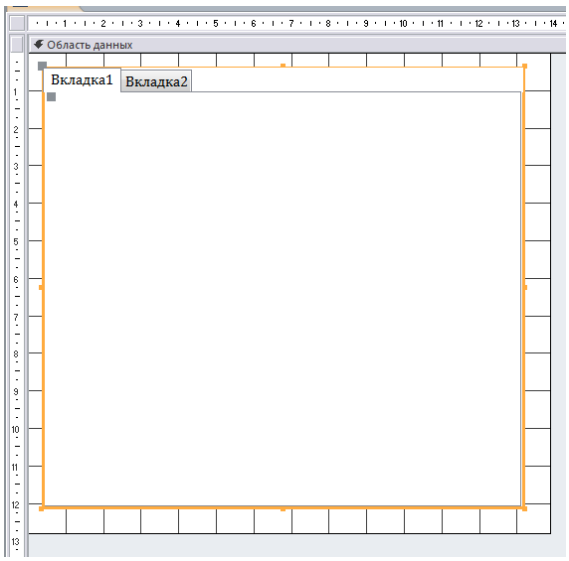

Рис. 7.18. Добавление вкладок
3.5. На форме прорисовывается *Вкладка* ( ) (рис. 7.18).